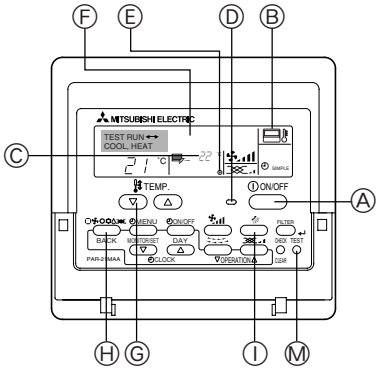

Fig. 7-1
7.2.1. Использование проводного пульта дистанционного управления (Fig. 7-1)
① Включите питание по крайней мере за 12 часов до начала пробного прогона.
② Дважды нажмите кнопку [TEST]. ➡ “TEST RUN” на ЖК-дисплее
③ Нажмите кнопку [Mode selection] (Выбор режима). ➡ Убедитесь в том, что воздух выдувается.
④ Нажмите кнопку [Mode selection] (Выбор режима) и переключитесь на режим охлаждения (или обогрева).